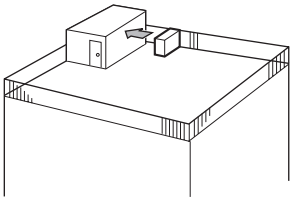

Fig. 2-2
① Coloque la salida de aire de frente a la pared más próxima a una distancia de unos 20" (500 mm) de ella. (Fig. 2-2)